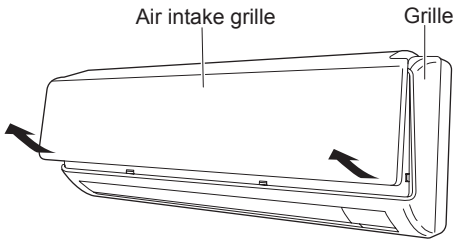

Fig. 9a
(1) Grasp both ends of the air intake grille, and remove it by opening towards the front and pulling towards you. (Fig. 9a)